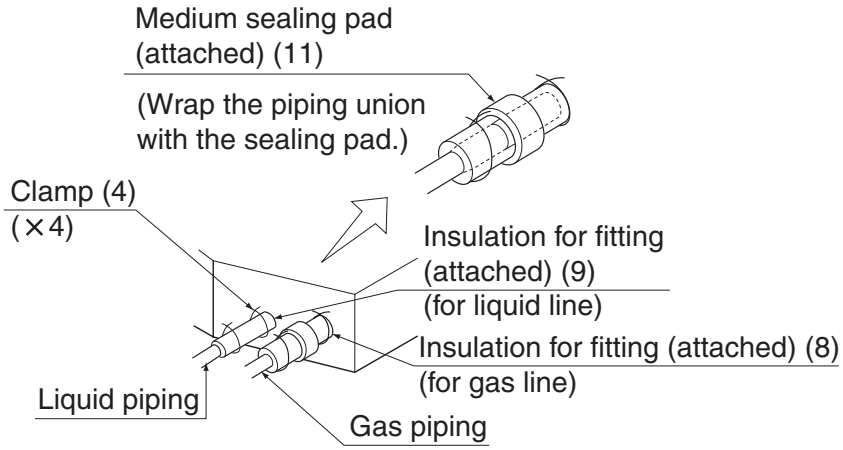

**Fig. 17**
- Make absolutely sure to execute heat insulation works on the pipe-connecting section after checking gas leakage by thoroughly studying the following figure and using the attached heat insulating materials for fitting (8) and (9). (Fasten both ends with the clamps (4).)
**(Refer to fig. 17)**
- Wrap the sealing pad (11) only around the insulation for the joints on the gas piping side.